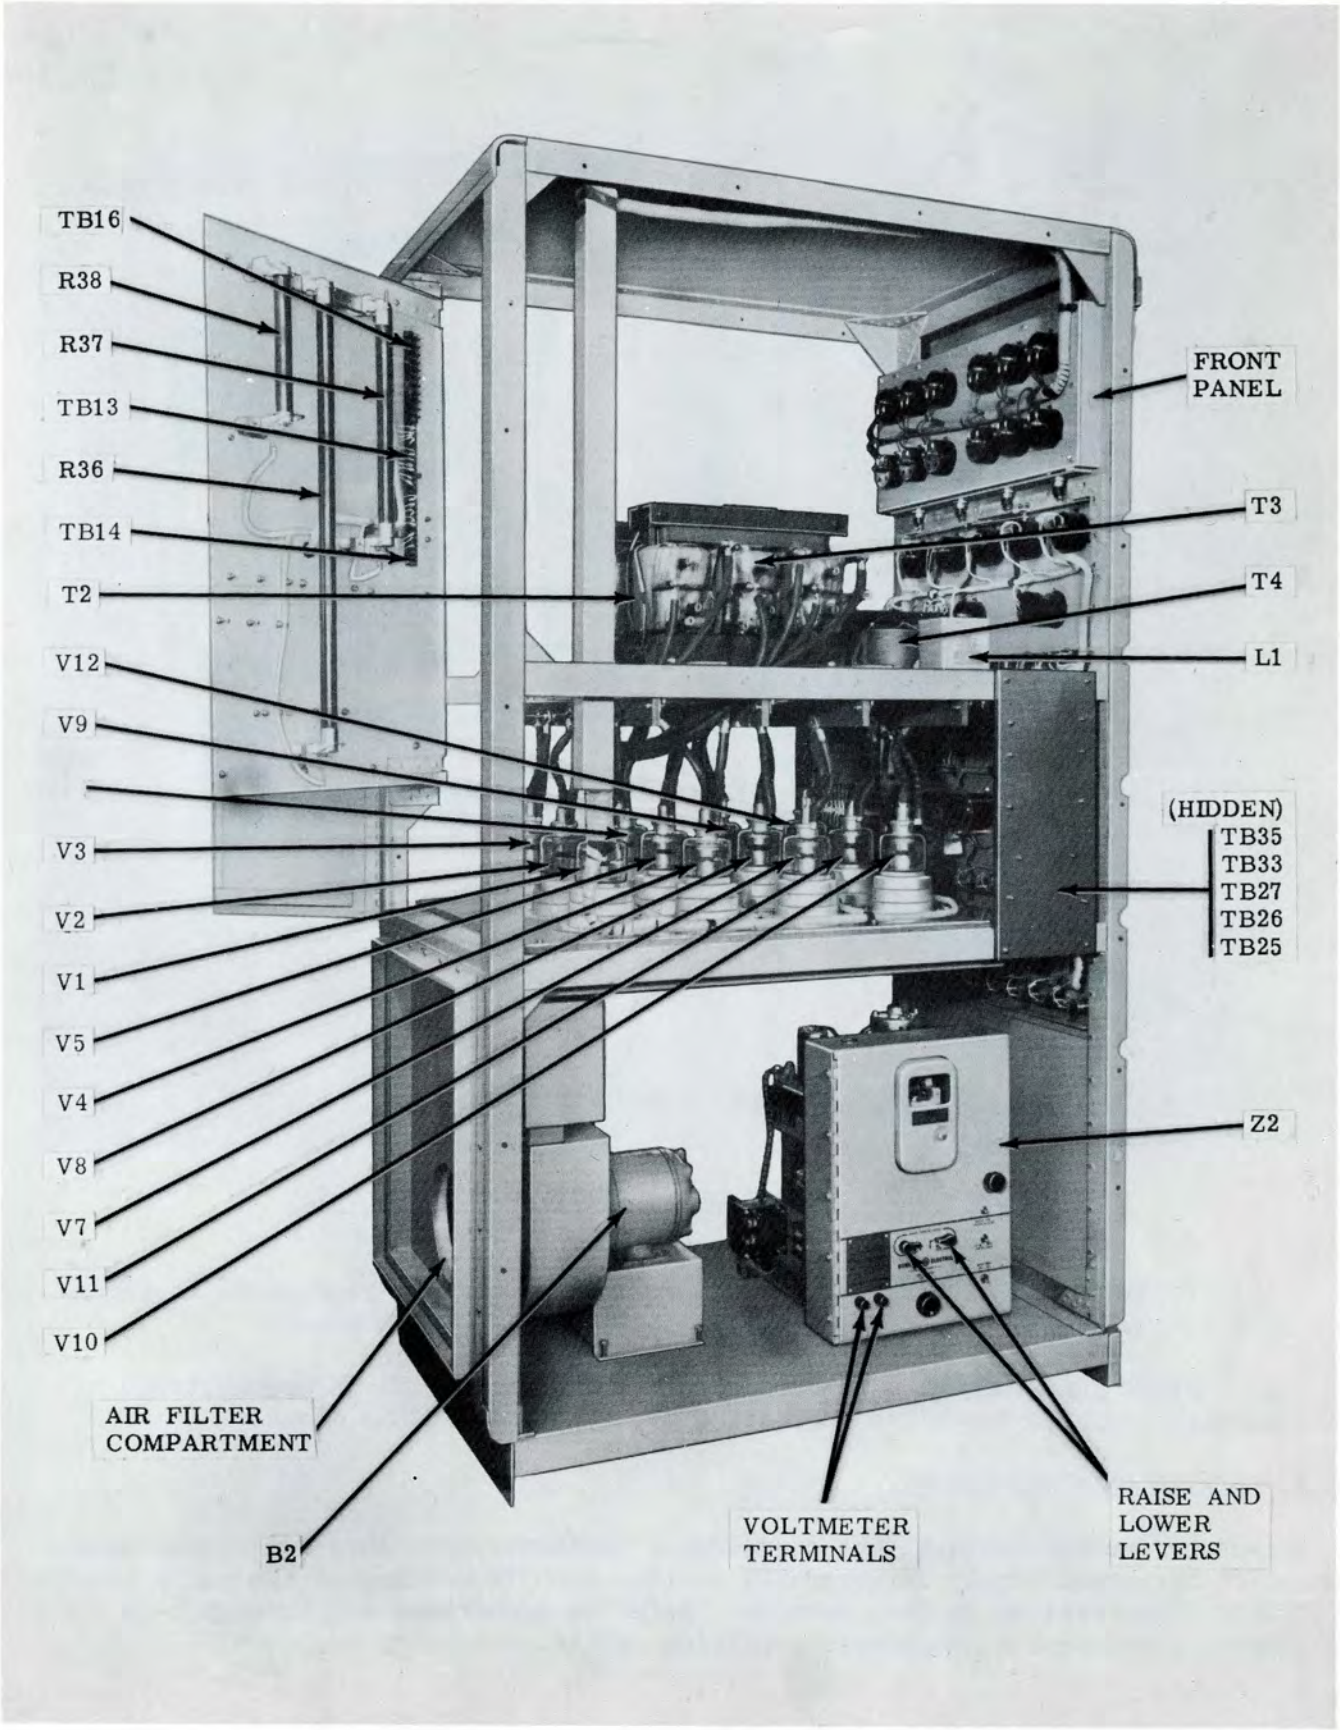

Figure 6-9. Center Cabinet Section, Left Side View
1. Open the front panel of the center cabinet section and, using the 300-volt ac range, connect the multimeter to the VOLTMETER terminals on the Z2 control panel. (See figure 6-9.)
(a) Unscrew the filament wires from their connecting terminals. (See figure 6-9.)